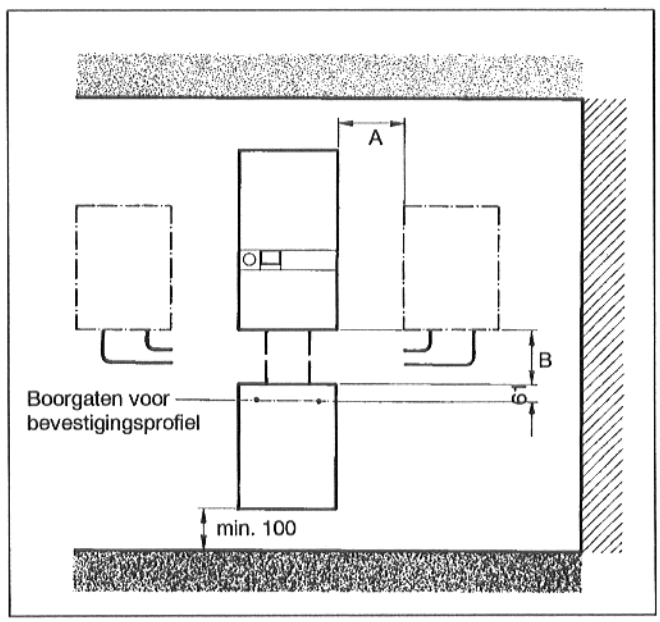
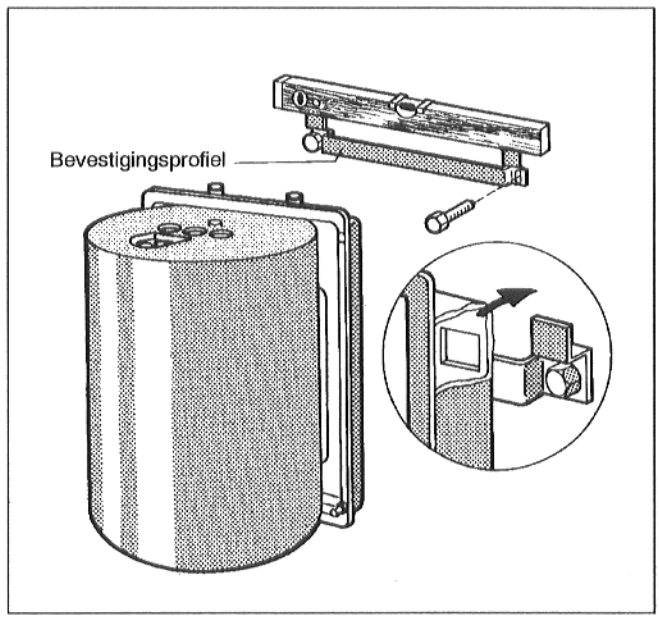

Afb. 2
Afb. 4
De minimumafstanden volgens Afb. 2 moeten worden aangehouden. De maten A en B kunnen worden gevonden in het montagevoorschrift van de verbindingsleidingen.
- Gaten voor de pluggen boren, pluggen plaatsen en het bevestigingsprofiel met 2 zeskantbouten waterpas monteren (Afb. 2 en Afb. 4).
- Warmwaterboiler met beide uitsparingen in het frame aan de haken van het bevestigingsprofiel ophangen (Afb. 4).